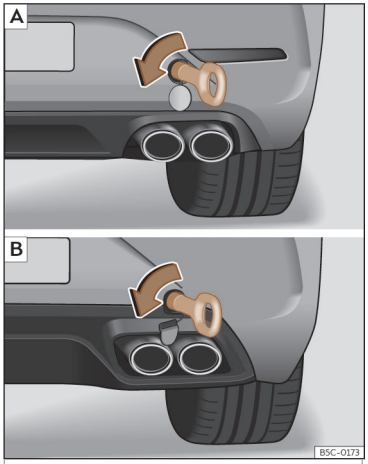

Fig. 50 Sul lato destro del paraurti posteriore: occhiello di traino avvitato. A Leon Sportstourer; B Leon.
- Avvitare l'occhiello di traino nell'alloggiamento, ruotandolo fino in fondo **in senso antiorario**››› **fig. 50** ›››. Utilizzare un oggetto idoneo per avvitare completamente e saldamente l'occhiello di traino nel suo alloggiamento.